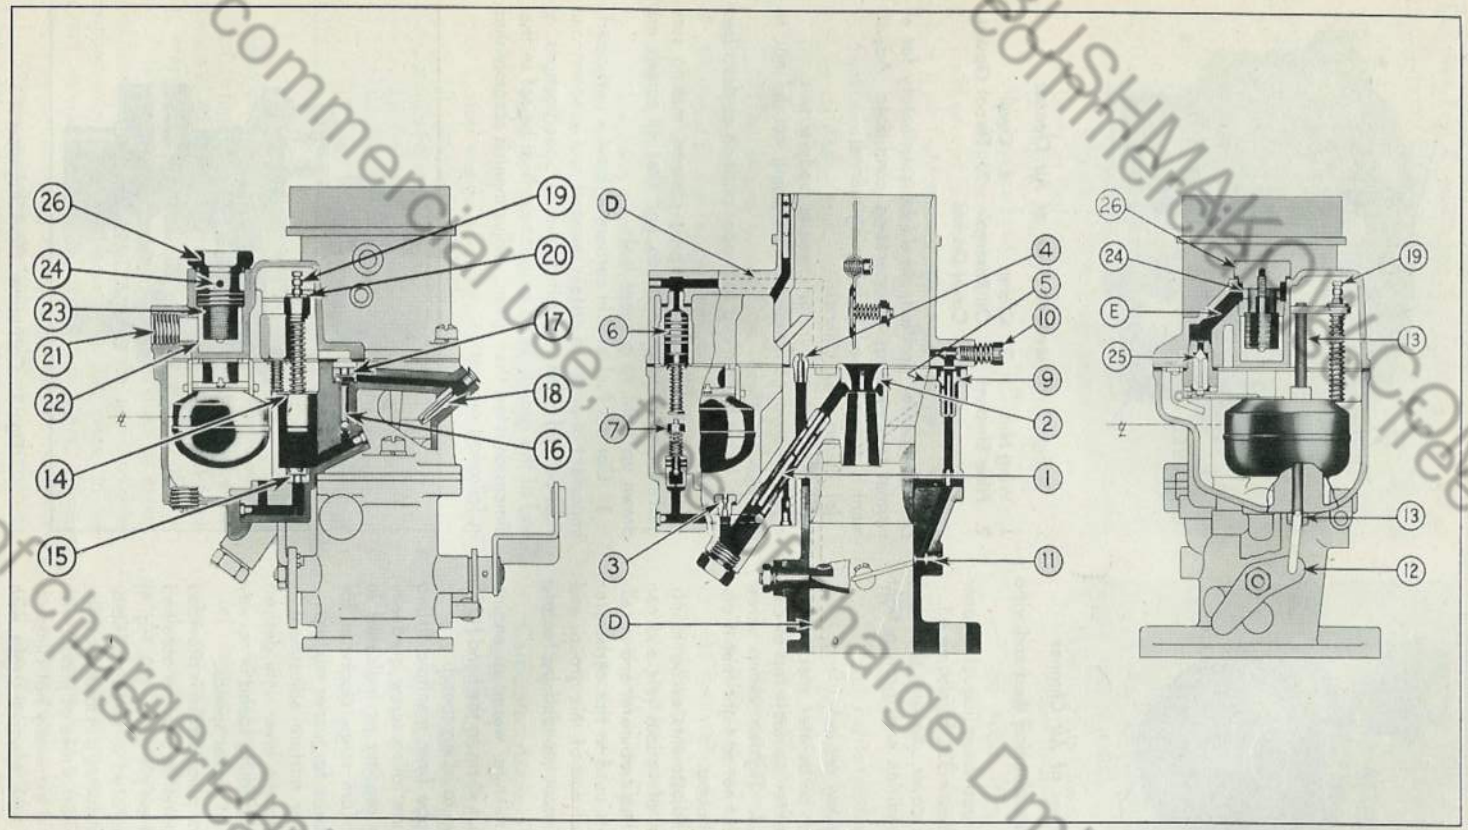
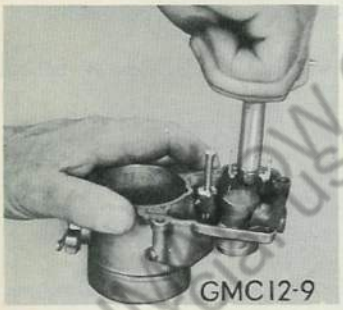

Fig. 4 Sectional View of Carbureter
Fig. 5 Removing Fuel Valve Seat. Tool C161-85
2. Adjustment of accelerator pump stroke is provided so that maximum engine performance may be obtained under all climatic conditions. Hair pin cotter (20, Fig. 4) at top of piston rod can be located in three positions. Piston will give long stroke when cotter is in lower position and is used in cold climates. Short stroke of piston, with cotter in top position, is used in extremely hot climates, high altitudes or with high test fuel. Medium stroke, with cotter in center position, should be satisfactory for all normal temperatures or operating conditions. Adjustment is accomplished in following manner:
The carbureter, Fig. 4, is a Zenith downdraft unit of double venturi design. It is a balanced unit which maintains proper depression ratio between air intake and fuel bowl.
J. To Disassemble Carbureter—To properly repair Zenith Series 28 Carbureter, special Zenith tools are required. References are made to these tools throughout the following instructions by Zenith numbers. (Refer to Fig. 4 for caption numbers in parenthesis).
1. Remove hex headed plug (26) using $\frac{3}{16}$" wrench.
4. Remove float axle, using small screwdriver to push axle out of slotted end of hinge bracket, using fingers or pliers to remove it rest of way in order to remove float and fuel valve needle (25).
5. Remove fuel valve seat, using service tool C161-85 as illustrated in Fig. 5.